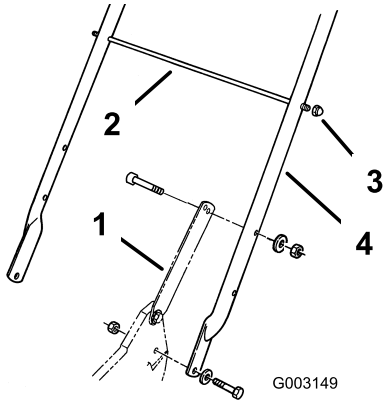

Figura 3
1. Montate la maniglia all'esterno della scocca del tosaerba (usate il foro inferiore) con 2 bulloni (5/16 x 1-1/4 pollici), rondelle e dadi di bloccaggio sottili (5/16 pollice) (Figura 3).
2. Fissate gli arresti della maniglia con 2 bulloni (5/16 x 1-1/2 pollici), rondelle e dadi di bloccaggio (5/16 pollice) (Figura 3).
3. Inserite l'asta di supporto del cesto nei secondi fori di montaggio dall'alto, nella maniglia, e fissate ogni estremità con un dado di bloccaggio a calotta (Figura 3).